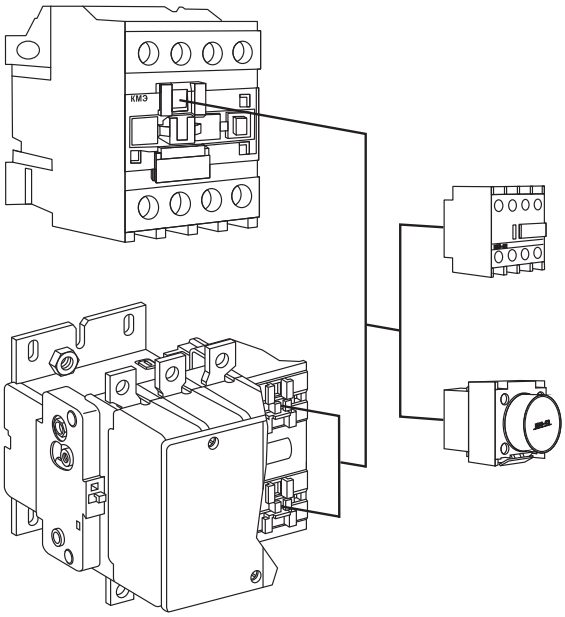

Рис. 1
1. Схема установки приставки контактной ПКЭ EKF PROxima и приставки выдержки времени ПВЭ EKF PROxima на контакторы КМЭ EKF PROxima и КТЭ EKF PROxima (рис. 1).